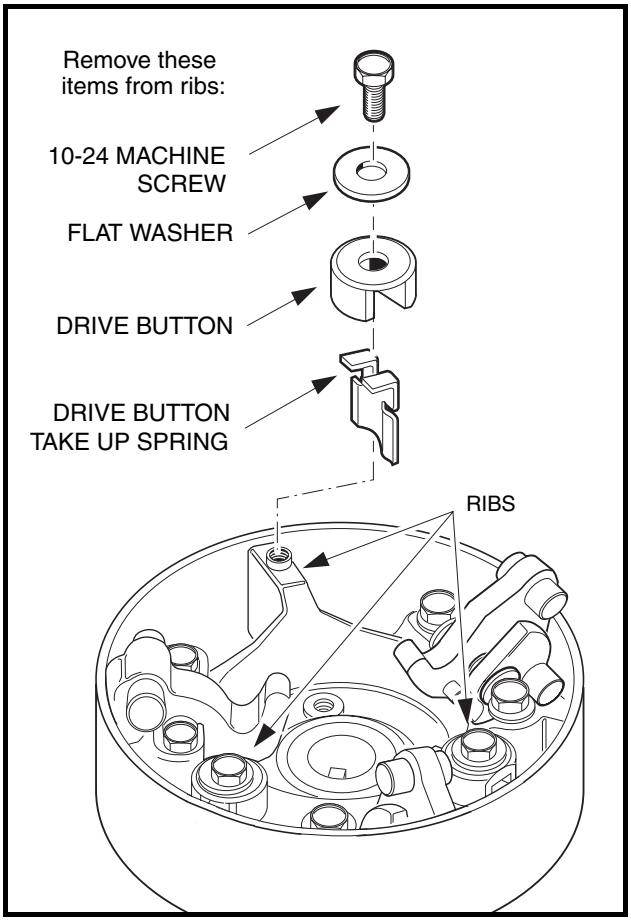

Figure 17-8 Drive Button Mounting
4. Remove the drive buttons **(Figure 17-8, Page 17-8)**.
4.1. Remove the screws, flat washers, drive button take-up springs, and drive buttons as shown **(Figure 17-8, Page 17-8)**.
14. Compress each take-up spring and install the drive button over the rib and take-up spring **(Figure 17-8, Page 17-8)**.